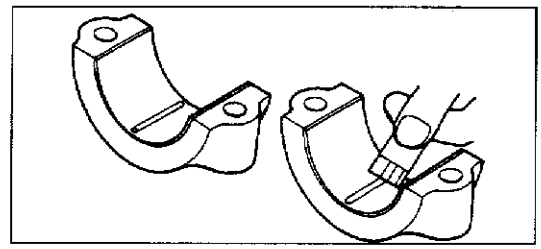

图 2－1－34
(5)用塑料线间隙规包装袋上印有的量尺测量被压扁的塑料线最宽部位的宽度，得出间隙值，如图 2－1－34 所示。